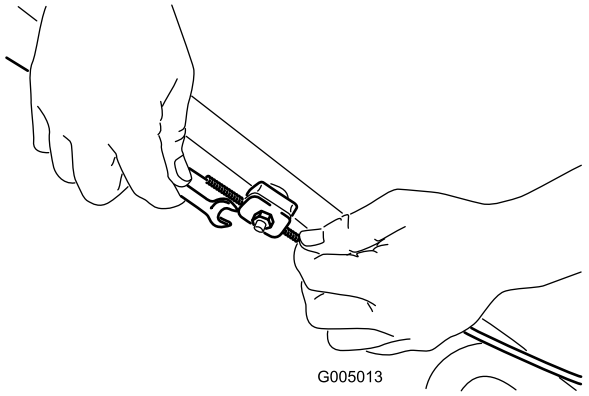

Figuur 23
1. Draai de moer van de kabelbeugel los (Figuur 23).